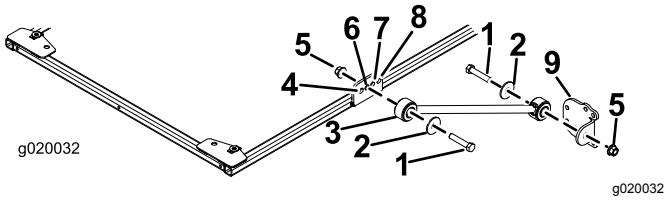

図 31
2. サンシェードのフレームの左右それぞれの側で、ブレースブラケットの2番目の穴にブレースを仮止めするボルト½ x 2½"、ワッシャ½"、フランジナット1/2"を使用して図 31のように取り付ける。
3. 各ブレースに、ブレースブラケットを仮止めするボルト½ x 2½"、ワッシャ½"、フランジナット1/2"を使用し、図 31のように取り付ける。